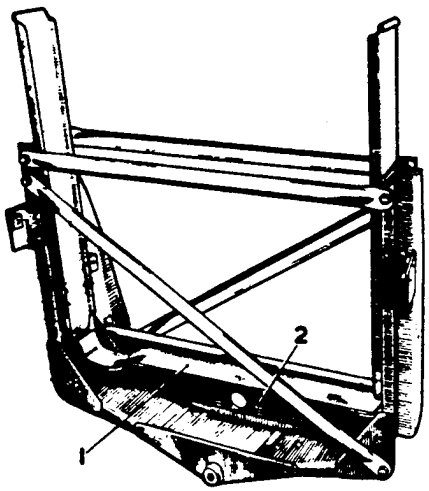
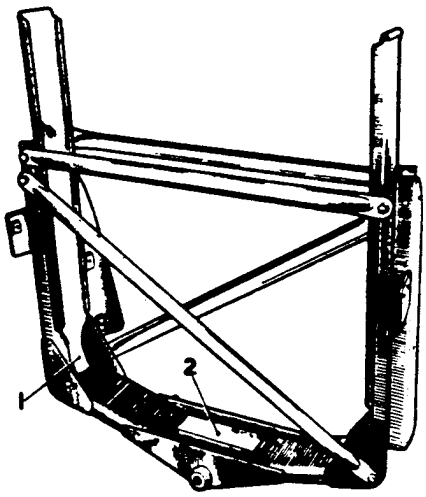

FIG. 3. YOKE UNMODIFIED.
FIG. 4. YOKE MODIFIED.
NOTE: This is necessary in view of the increased length of the new type matrix. Figs. 3 & 4 illustrate the yoke before and after modifying and are included as a means of assistance to operators when carrying out the following instructions.
1. Using a cold chisel, cut the spotwelding at each end of the matrix cradle (1, Fig. 3) and remove the cradle. Clean up the two supporting straps with a file, and then bend these downwards parallel with the sides of the yoke (as shown in 1, Fig. 4).
2. Cut away the spotwelding between the baffle plate (2, Fig. 3). and the yoke frame and remove the plate. Clean up the frame with a file.
3. Cut off a section of the original cradle to correspond with the flat at the bottom of the yoke frame and position this as shown (2, Fig. 4). Slide the new matrix into the yoke so that it rests correctly on the bottom, mark off the relative position of the cradle, and then sweat the new cradle strip to the bottom of the yoke. Replace the new matrix in the yoke and loc in position by means of the original wedges. Refit the two diagonal stiffeners.